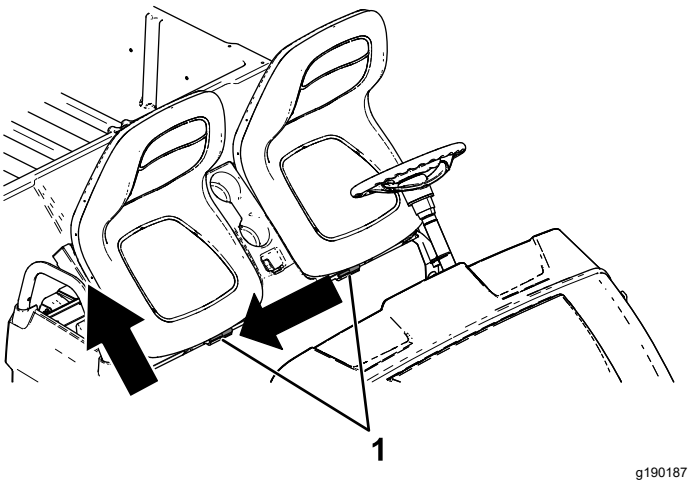

Figura 27
2. Deslice el conjunto de asientos hacia un lado hasta que se desenganchen los pasadores, y levante el conjunto de asientos hacia arriba (Figura 27).